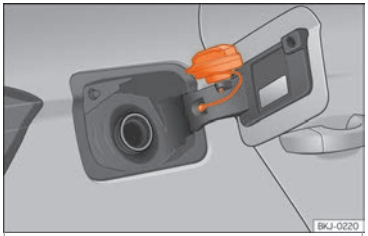

Fig. 179 Fuel tank flap with tank cap attached.
- Place it in the space on the hinge of the open flap ››› Fig. 179.